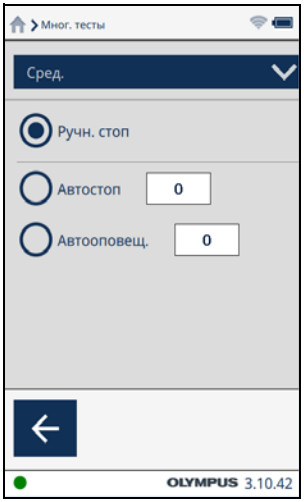

Рис. 2-14 Ручная остановка активирована
1. В диалоговом окне **Сред.** выберите **Ручн. стоп** (см. Рис. 2-14 на стр. 28).